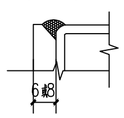

图8.4
4.方钢管与加强板的焊接按图8.4施工。冷弯区焊接时应采取预热、保温等措施,防止冷弯区产生裂纹,不得在负温下施焊.